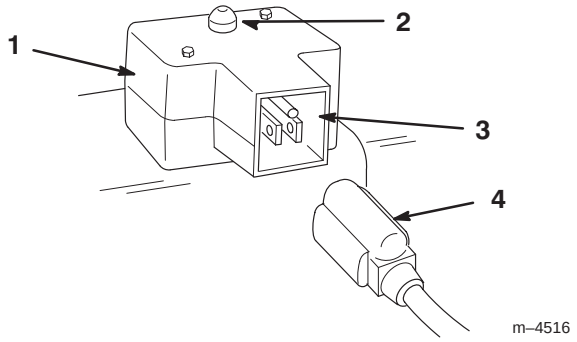

Figure 23
- **Electric Starter** (Fig. 23)—Push the starter button to start the engine.
- **Power Cord** (Fig. 23)—Connect the power cord to the electric starter and to an electrical outlet when starting the engine.
A. Connect the power cord to the snowthrower (Fig. 23) and to a standard household power outlet.